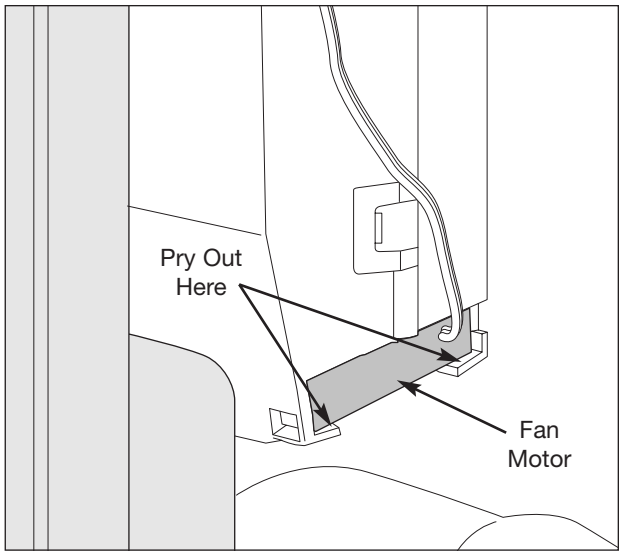

Figure 5-43. Lower Vent Fan Removal
3. Reach behind lower vent fan and push fan motor out of slot in the lower duct assembly. The lower duct assembly has retaining latches molded into the slot that locate in the four holes of the fan motor. Using a small flat bladed screwdriver to pry out the front two retaining latches will aid in removal. (See Figure 5-43)